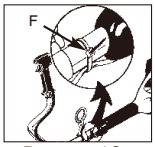

Рисунок 1C
4. Установите хомут для провода (F), входящий в комплект поставки, как показано на рис. 1C.